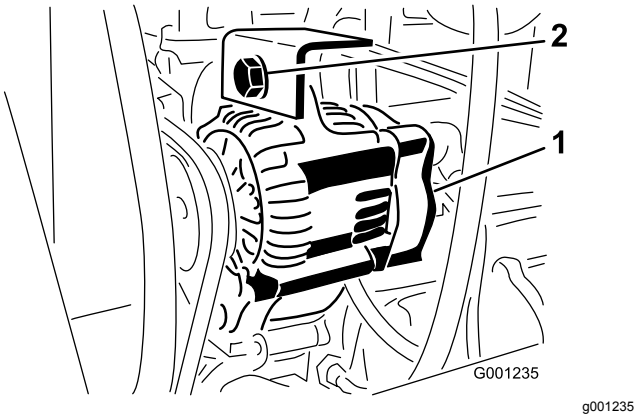

Figur 75
2. Løsn monteringsbolten til generatoren (Figur 75)
3. Øg eller mindsk generatorremmens stramhed, og spænd monteringsbolten (Figur 75).